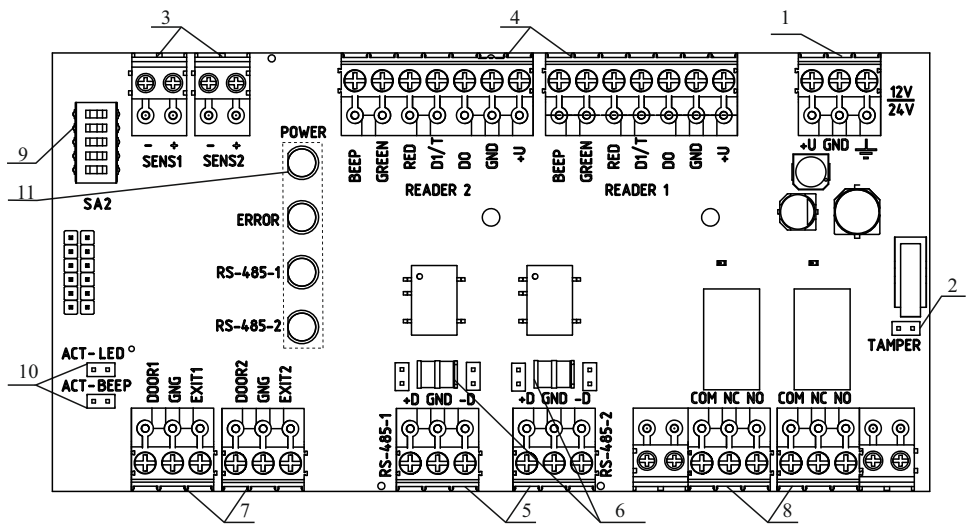

Рисунок 2 – Плата модуля
5.2 На плате модуля (рисунок 2) расположены: